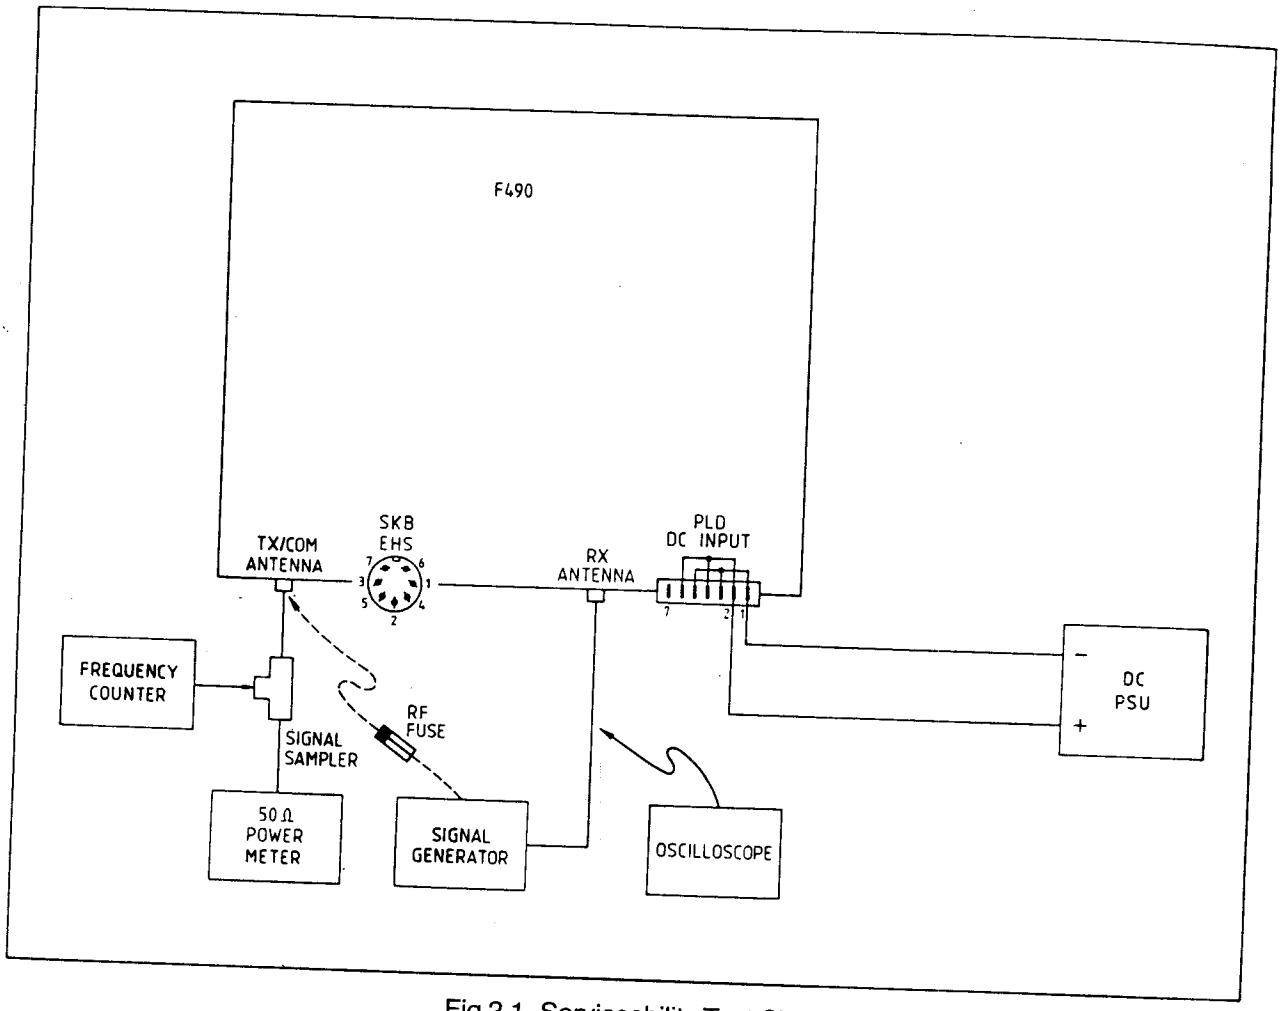

Fig 2.1 Serviceability Test Circuit
1. Connect the signal generator to the appropriate antenna socket (Fig 2.1). Set generator output to channel frequency ±10Hz unmodulated at a level of 1mV.